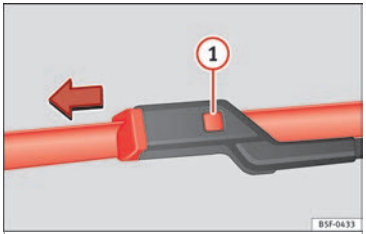

Fig. 62 Changing the front wiper blades
- Hold down the release button ››› **Fig. 62** (1) while gently pulling the blade in the direction of the arrow.